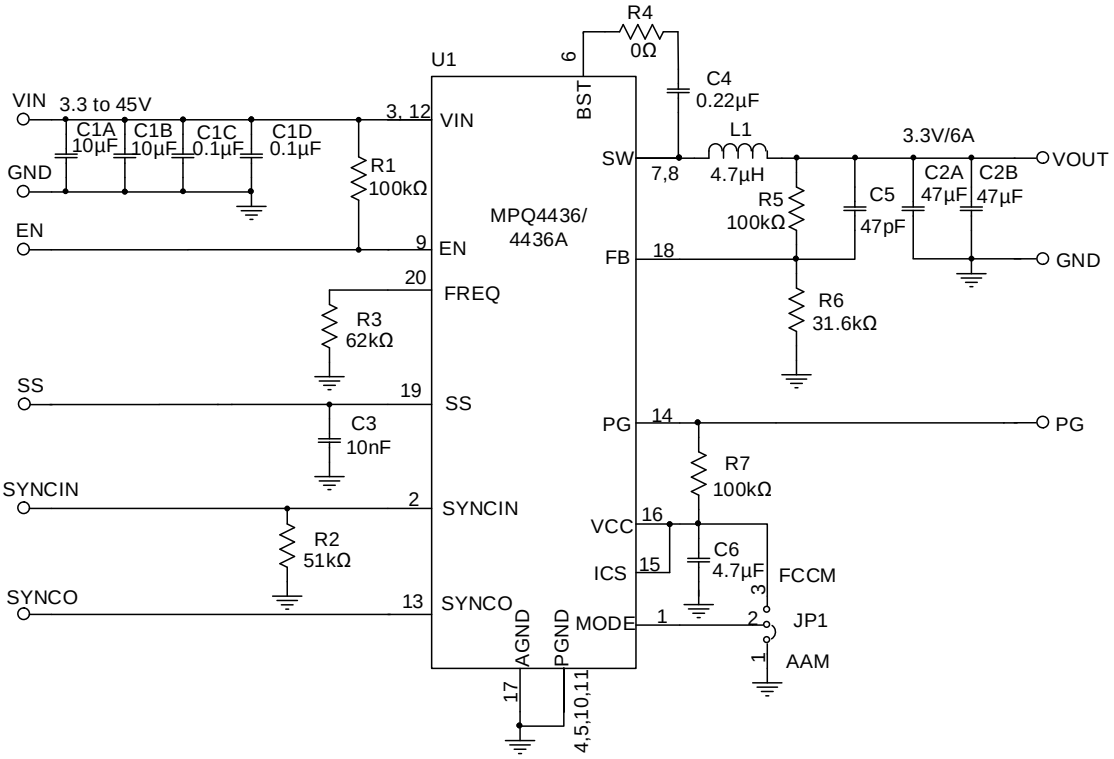

Figure 12: Single-Phase, V_{OUT} = 3.3V, f_{SW} = 470kHz
7) The recommended PCB layout is based on Figure 12.